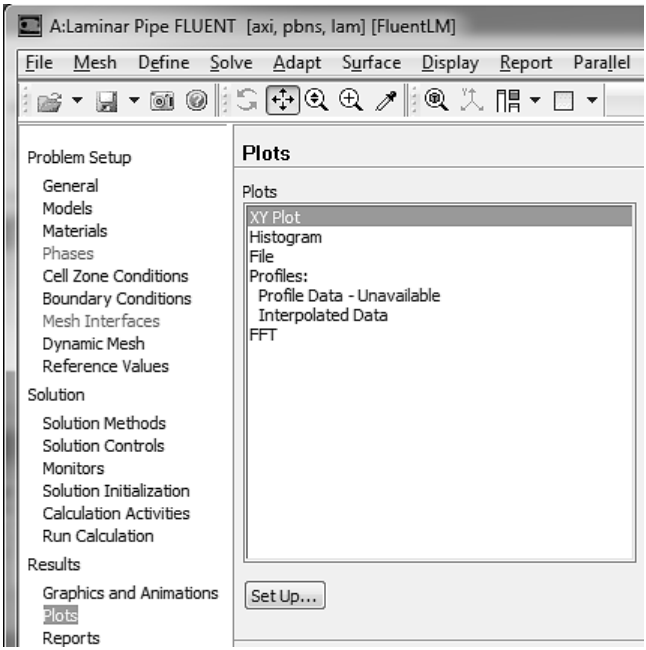

Рис. 66.
1) В разделе Results выбираем Plots. В поле Plots выбираем XY Plot, рис. 66.